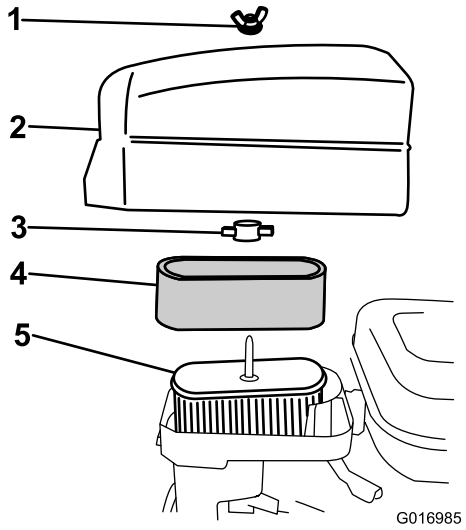

Figura 29
4. Se o elemento de esponja se encontrar sujo, deverá retirá-lo do elemento de papel (Figura 29) e limpe-o cuidadosamente, da seguinte forma: